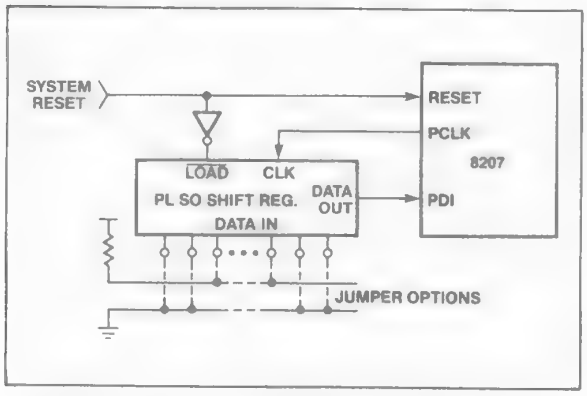

Figure 11. External Shift Register Interface
The 8207 may be configured to use an external shift register with asynchronous load capability such as a 74LS165. The reset pulse serves to parallel load the shift register and the 8207 supplies the clocking signal to shift the data in. Figure 11 shows a sample circuit diagram of an external shift register circuit. Serial data is shifted into the 8207 via the PDI pin (57), and clock is provided by the MUX/PCLK pin (12), which generates a total of 16 clock pulses. After programming is complete, data appearing at the input of the PDI pin is ignored. MUX/PCLK is a dual-function pin. During programming, it serves to clock the external shift register, and after programming is completed, it reverts to a MUX control pin. As the pin changes state to select different port addresses, it continues to clock the shift register. This does not present a problem because data at the PDI pin is ignored after programming. Figure 8 illustrates the timing requirements of the shift register circuitry.